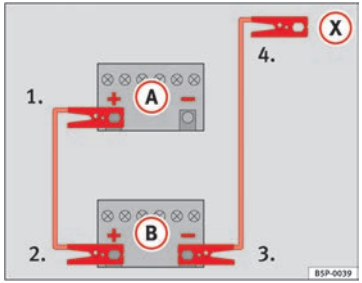
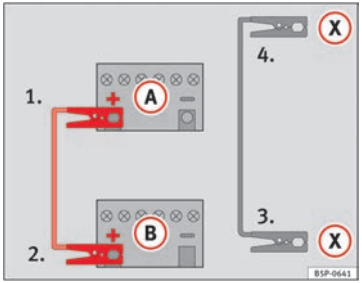

Fig. 168 Diagram of connections for vehicles without Start-Stop system
Fig. 169 Diagram of connections for vehicles with Start-Stop system
– Connect one end of the *red* jump lead to the positive (+) terminal of the vehicle with the flat battery (A) ⇒ Fig. 168.
– Connect the other end of the *red* jump lead to the positive terminal (+) in the vehicle providing assistance (B).
– Connect one end of the *black* jump lead to the negative terminal (−) of the vehicle providing assistance (B) ⇒ Fig. 168.
– Connect the other end of the *black* jump lead (X) to a solid metal component bolted to the engine block or to the engine block itself of the vehicle with the flat battery. However, connect it to a point as far as possible from the battery (A).
– Connect one end of the *red* jump lead to the positive (+) terminal of the vehicle with the flat battery (A) ⇒ Fig. 169.
– Connect one end of the *black* jump lead (X) to a suitable ground terminal, a solid piece of metal in the engine block, or to the engine block ⇒ Fig. 169.